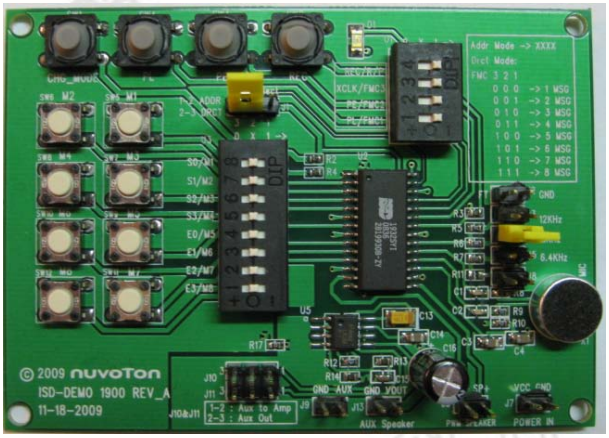

Figure 5 – Direct Mode Settings
- Direct Mode jumper/switches settings (shown in Figure 5):
- Install jumper to choose sampling frequency. In Figure 5, 8 KHz sampling frequency is chosen.